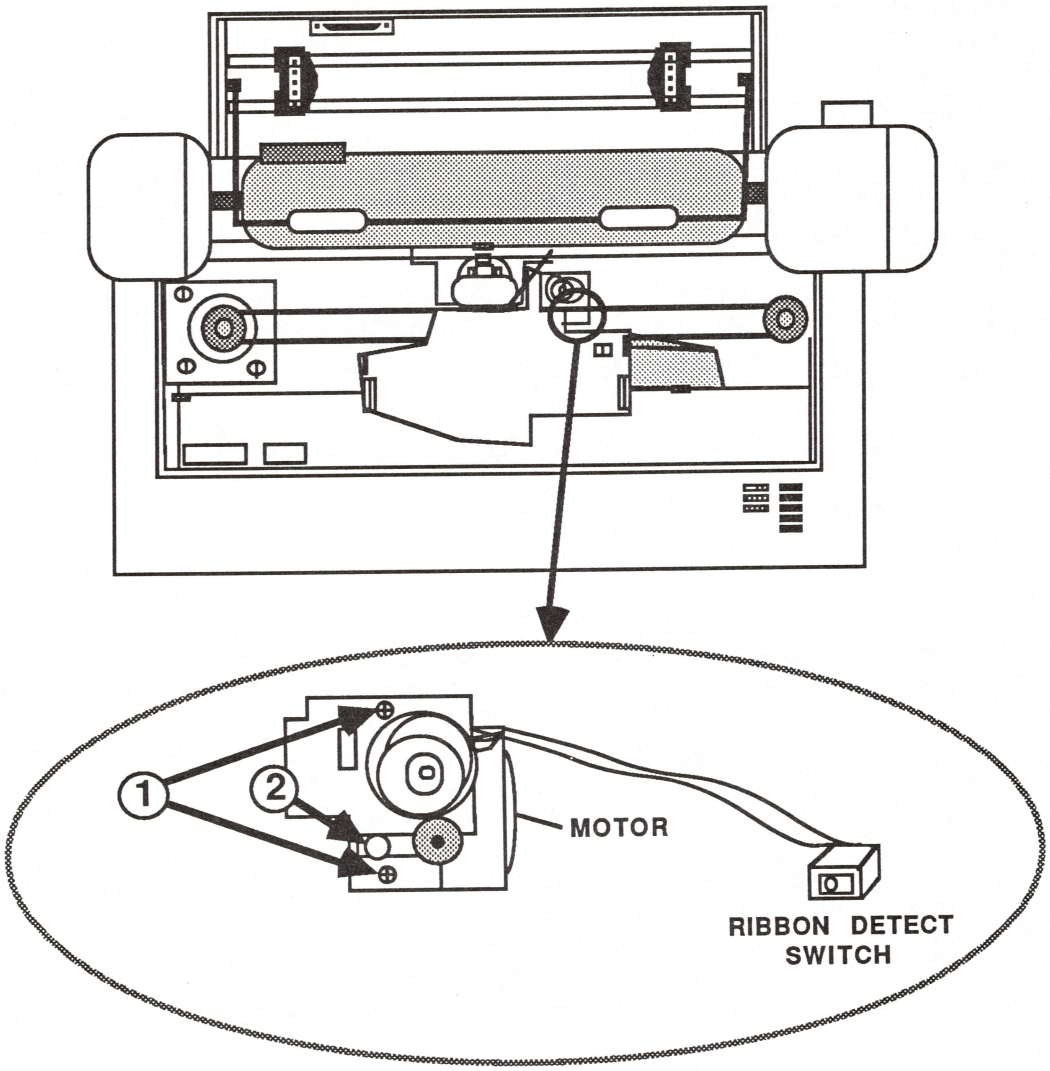

FIGURE 13
2. Remove the two screws that hold the motor in place (see Figure 13, #1).
3. Position the jeweler's flathead screwdriver behind the small black plastic extension as shown in Figure 13, #2. Gently pry the motor out.
1. Slide the ribbon motor into position (see Figure 13).
2. Replace the two screws that hold the motor in place (see Figure 13, #1).